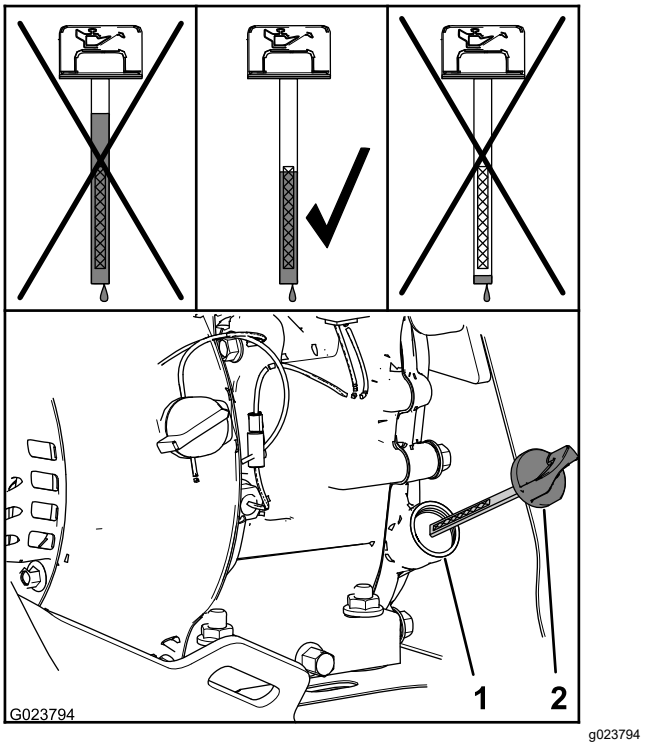

Figure 28
2. Sortez de nouveau la jauge et contrôlez le niveau d'huile (Figure 28).
Remarque: Le niveau d'huile doit atteindre le haut du repère sur la jauge (Figure 28).
A. Versez de l'huile spécifiée dans le goulot de remplissage (Figure 28).